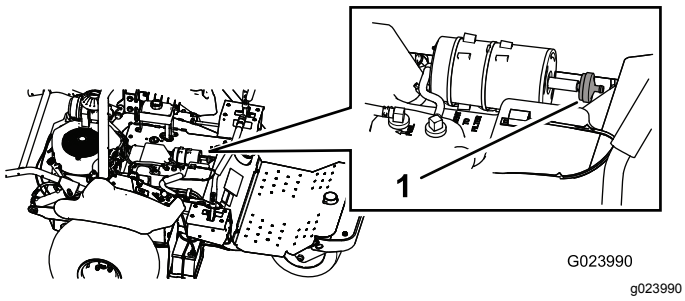

Figur 46
3. Tag filteret af kulfilterbeholderen (Figur 46).